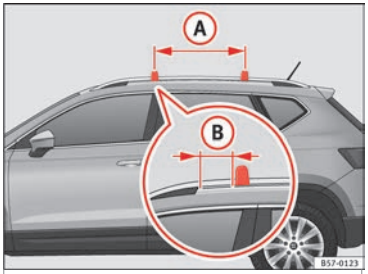

Fig. 162 Attachment points for the roof railings for the roof carrier system.
The crossbars are assembled on the roof railings. The distance between crossbars ››› **Fig. 162** (A) should be between 70 and 90 cm and the distance between the crossbars